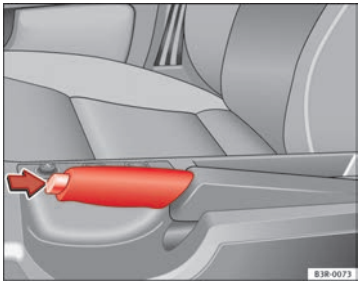

Fig. 149 Detailed view of the centre console: Handbrake on
– Pull the lever up slightly and *at the same time* press in the release button ⇒ fig. 149 -arrow-.